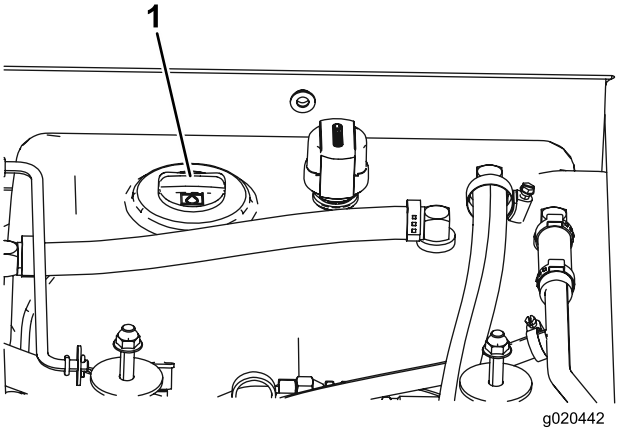

図 13
3. 油圧オイルタンクの注油口周辺をきれいに拭き、キャップ図 13を外す。給油口からキャップを取る。